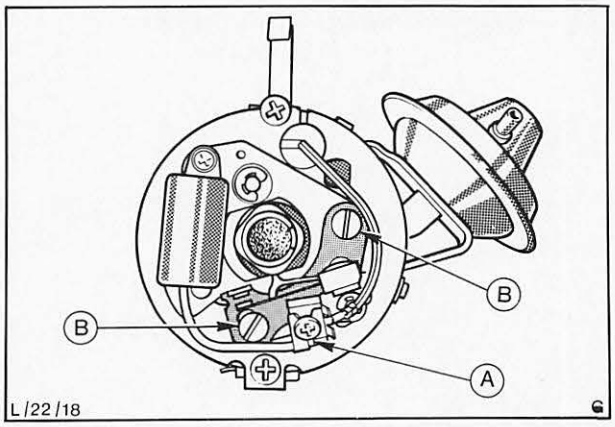

Abb. 63 Ausbau des Unterbrecherkontaktsatzes (Motorcraft-Verteiler)
5. Unterbrecherkontakte herausnehmen, Abb. 63 und 64, hierzu wie folgt vorgehen: